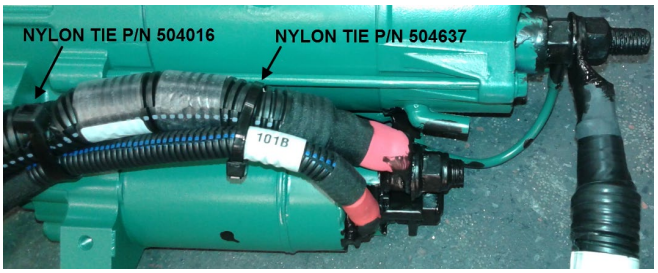

**FIGURE 12**
13. Tie circuit **101** and **101B** together using one nylon tie *p/n 504637* as shown on FIGURE 12.